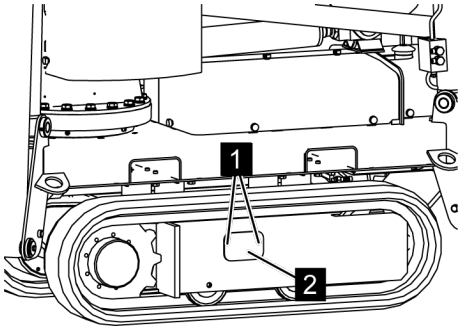

Fig. 100: Removing the cover
2. *Loosen the screws (*Fig. 100/*1) and remove the cover (*Fig. 100/*2).*